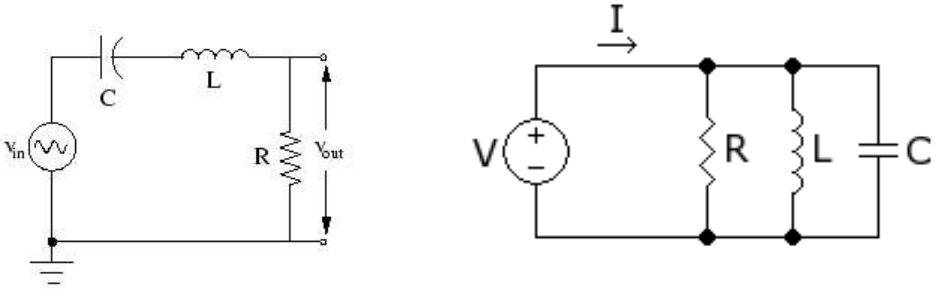

FIGURE 4 – Circuit RLC en série à gauche, en parallèle à droite.
1. Faites le montage de la figure 4, avec R = 1 kΩ, C = 1 nF et L = 100 μH.
5. Modifiez le circuit de la figure 4 pour mesurer la tension de sortie aux bornes de la bobine et ensuite du condensateur en utilisant les fréquences utilisées plus haut pour la résistance.
1. Faites le montage de la figure 4, avec R = 47 Ω, C = 10 nF et L = 100 μH.